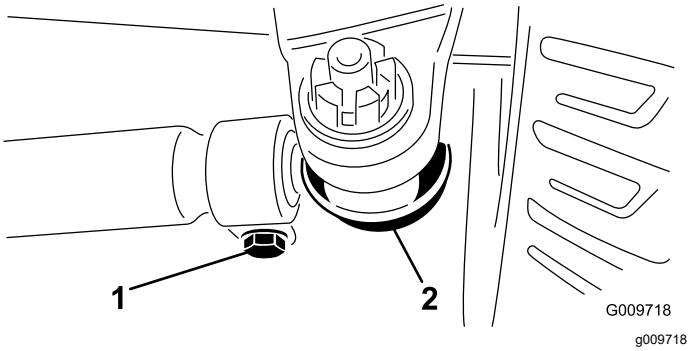

Figura 111
3. Para ajustar o alinhamento, remova o contrapino e a porca de cada uma das rótulas da barra de ligação (Figura 111).
5. Desaperte as abraçadeiras que estão em ambas as extremidades das barras de ligação (Figura 111).